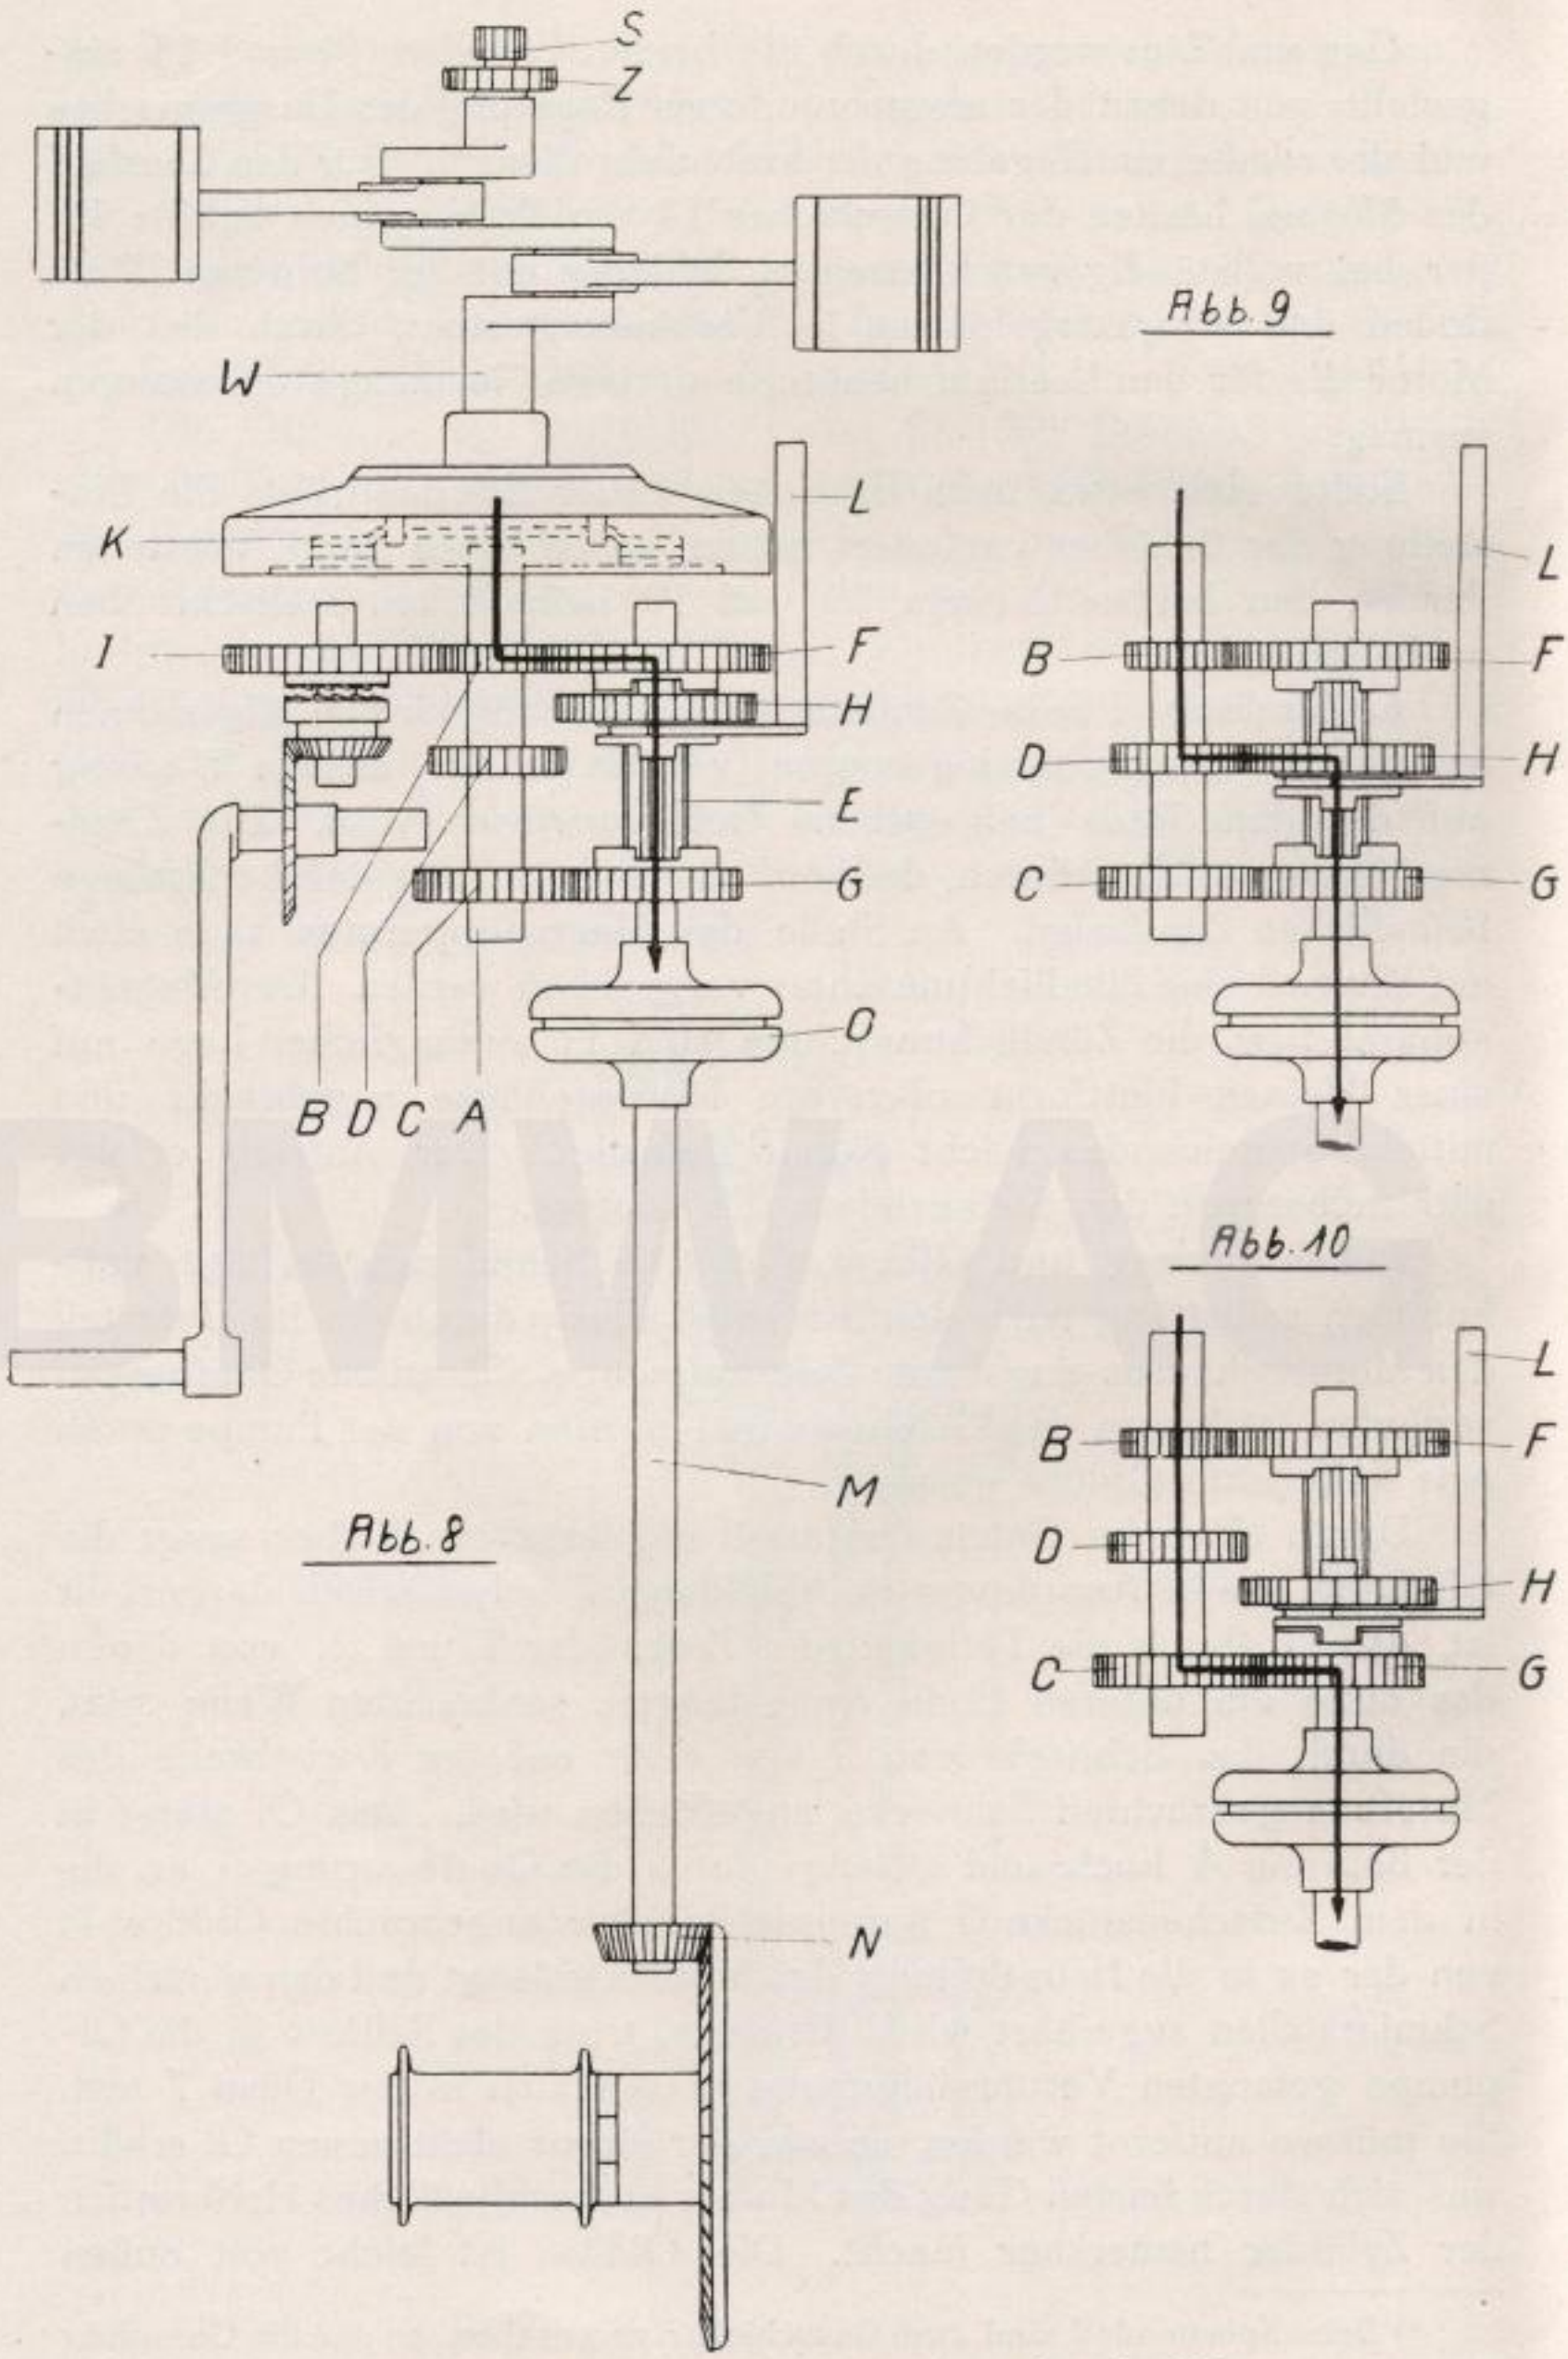

Abb. 8, 9, 10. Schematische Darstellung des Antriebes
Beim Einschalten des ersten oder kleinen Ganges durch die von dem Schalthebel bewegte Schaltgabel **L** (Abb. 8) wird das Schaltrad **H** mit den Klauen des sich verhältnismäßig langsam drehenden Rades **F** in Eingriff gebracht, so daß sich die Übertragungswelle **E** mit niedrerer Geschwindigkeit dreht. Beim zweiten oder mittleren Gang (Abb. 9) erfolgt der Eingriff durch die Zähne des Schaltrades **H** mit denen des Rades **D**, wodurch eine mittlere Geschwindigkeit auf die Vorgelegewelle übertragen wird. Der dritte Gang ist der große oder direkte Gang. Er wird durch Eingriff des Schaltrades mit den Klauen des sich schnell drehenden größeren Zahnrades **G** (Abb. 10) erzielt, das dadurch der Welle **E** eine hohe Geschwindigkeit erteilt. Der in den Abbildungen eingezeichnete starke Pfeil zeigt den Verlauf der Kraftübertragung in den einzelnen Geschwindigkeitsstufen an. Im Leerlauf befindet sich das Schaltrad **H** in ungekuppelter Stellung zwischen dem 1. und 2. Gang.
11. Kraftübertragung: Vom Getriebe wird die vom Motor erzeugte Drehbewegung durch eine Kardanwelle **M** und Kegelradantrieb **N** auf das Hinterrad übertragen, wobei die auftretenden sehr kleinen Veränderungen im Abstande zwischen Motor und Hinterradachse von der dicht am Getriebegehäuse sitzenden elastischen Hardyscheibe **O** (Abb. 8) aufgenommen werden. Durch diese Art des Antriebes, dessen Lebensdauer bei normaler Benutzung des Rades eine fast unbegrenzte ist, fallen alle die lästigen Ketten- und Riemenschwierigkeiten fort, denen die Krafträder sonst in so hohem Maße ausgesetzt sind.